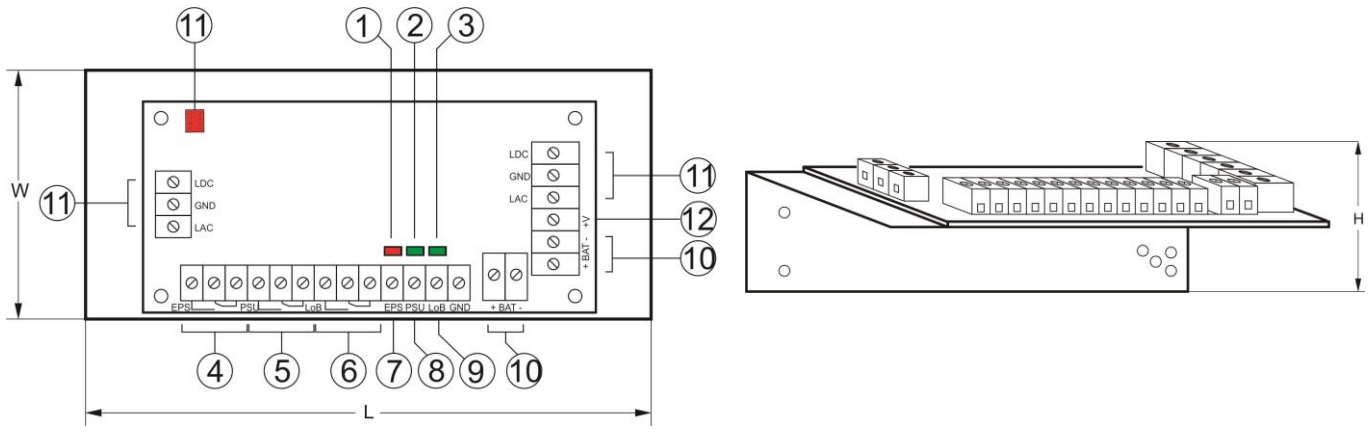

Fig.1 Vista del módulo.
1.2. Descripción de los componentes y los conectores del módulo de fuente de alimentación (fig.1, tab.1)
Señalización óptica LED: - presencia de alimentación AC	- diodo LED rojo (fig.1, componente 1). En estado normal (alimentación AC) el diodo está iluminado de manera permanente. Falta de alimentación AC está señalizada por un apagado del diodo AC. Precaución: Diodo LED señaliza falta del voltaje si la falta dura >10s.
- Presencia del voltaje DC en la salida de la fuente de alimentación	- Diodo LED verde (fig.1, componente 2) señaliza el estado de la alimentación DC en la salida de la fuente de alimentación. En estado normal está iluminado de manera permanente, en caso de un cortocircuito o sobrecarga de la salida el diodo está apagado.
- nivel del voltaje de la batería	- Diodo LED verde (fig.1, componente 3) señaliza el nivel del voltaje de la batería. En estado normal (U_{BAT} > 11,5V) está iluminado de manera permanente, si el voltaje de la batería se reduce por debajo de (U_{BAT} < 11,5V) el diodo está apagado